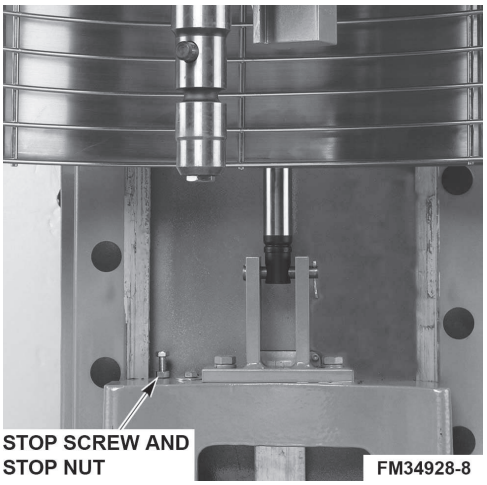

Fig. 12
- Loosen the bottom locking nut, (Fig. 12) and turn the stop screw counterclockwise to increase the clearance or clockwise to decrease the clearance.